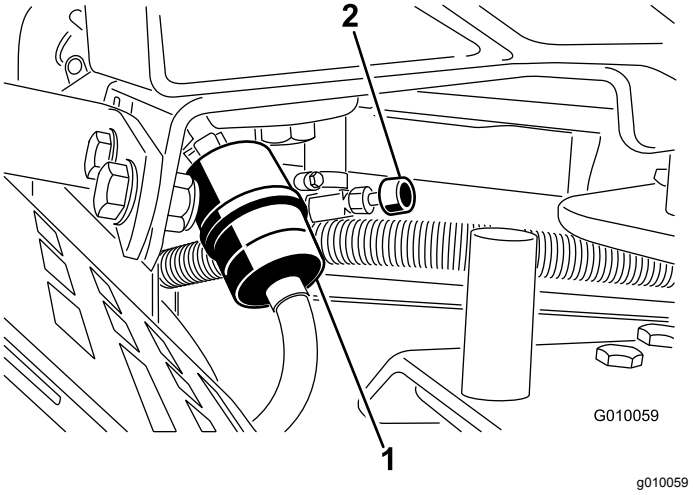

Figur 52
2. Steng drivstoffavstengingsventilen (Figur 52).
3. Klem sammen endene på slangeklemmene, og skyv dem bort fra filteret (Figur 52).
5. Monter et nytt filter, og skyv slangeklemmene nær opptil filteret (Figur 52).
7. Åpne drivstoffavstengingsventilen (Figur 52).
3. Løsne på drivstoffilterets slangeklemme og skyv den opp i bensinslangen, bort fra drivstoffilteret (Figur 52).
4. Dra drivstoffslangen av drivstoffilteret (Figur 52). Åpne drivstoffavstengingsventilen og la drivstoffet tømmes ut i en drivstoffbeholder eller et tappefat.
5. Sett bensinslangen på drivstoffilteret. Skyv slangeklemmen nært opptil drivstoffilteret for å feste bensinslangen (Figur 52).